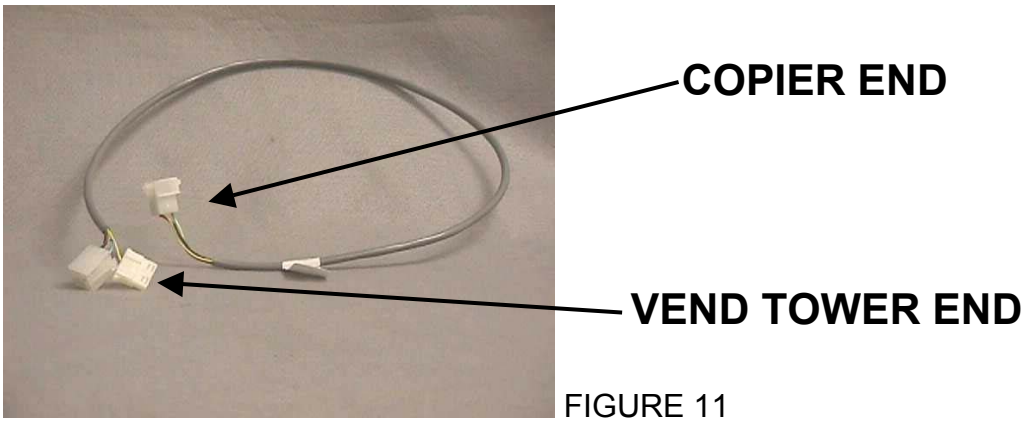

FIGURE 11
4.9.2 Plug the copier end of 2223 Vend Tower Sprig into the 6-pin connector located on the back of the copier. (see figure 11)